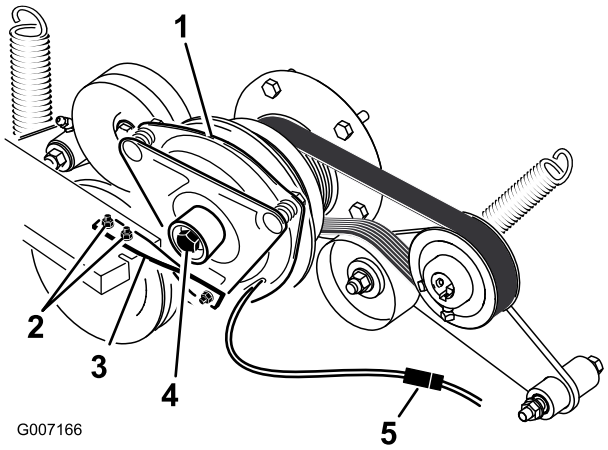

**Figur 53**
6. Tag koblingsstikket ud (Figur 53).
7. Fjern de to bolte, der fastholder gummikoblingsarmen til plæneklipperrammen (Figur 53).
8. Fjern den midterste bolt, der fastholder koblingen til motorens aksel, og fjern koblingen og nøglen (Figur 53).
15. Mens krumtapakslen holdes på maskinens bagende, monteres midterbolten og spændes til et moment på 68 Nm (Figur 53).
16. Monter gummikoblingsarmen på plæneklipperstellet med de to bolte og møtrikker, du fjernede tidligere (Figur 53).
18. Sæt koblingsstikket i (Figur 53).